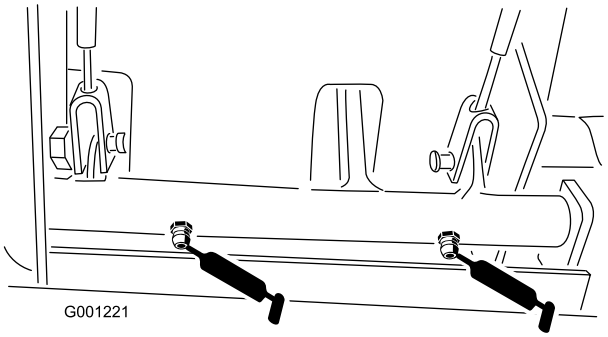

Figur 41
- Bremsedrejebøsninger (Figur 41)
- Bremsekabler (kørselshjul og bremsepedaler) (Figur 41)